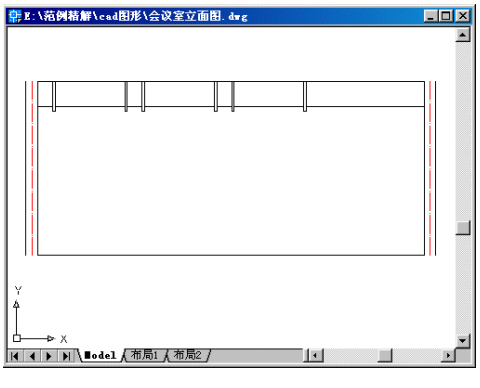

图 5-11　绘制的立面图结构
10. 使用【Line】命令、【Offset】命令、【Trim】命令，并根据设计尺寸，绘制出地面线和顶棚线，如图 5-11 所示。由于顶棚中含有吊顶，所以呈现不同高度。